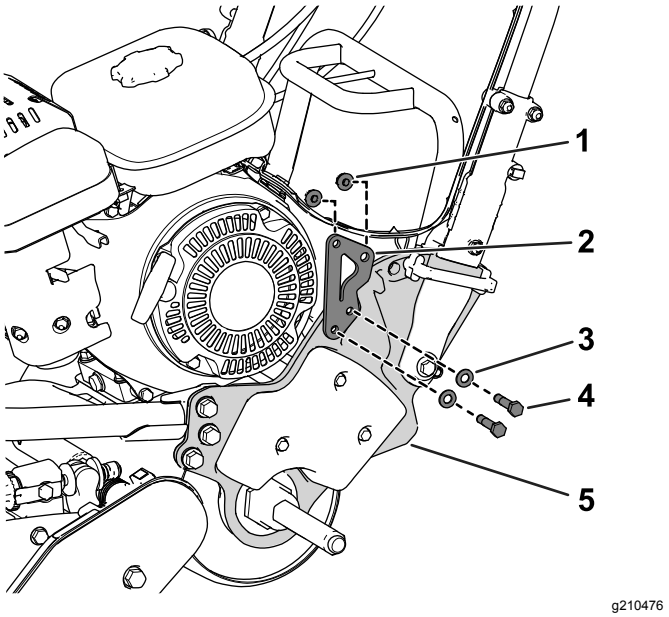

Figura 8
1. Utilizzate 2 bulloni a testa flangiata (5/16" x 1½”), 2 rondelle e 2 dadi flangiati (5/16”) per fissare la piastra di supporto alla piastra laterale sinistra (Figura 8 o Figura 9).
- **Macchine Flex/eFlex 1820:** posizionate la piastra di supporto **all’esterno** della piastra laterale sinistra (Figura 8).